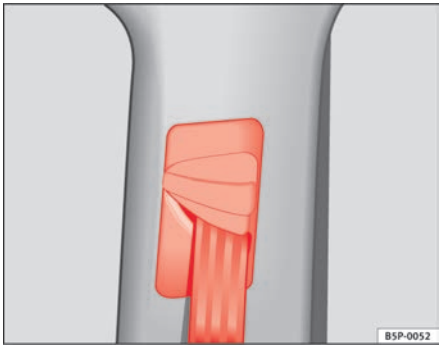

Fig. 16 Location of the belt height adjuster
– Press the upper part of the shoulder belt guide and hold it in this position ⇒ page 27, fig. 16.